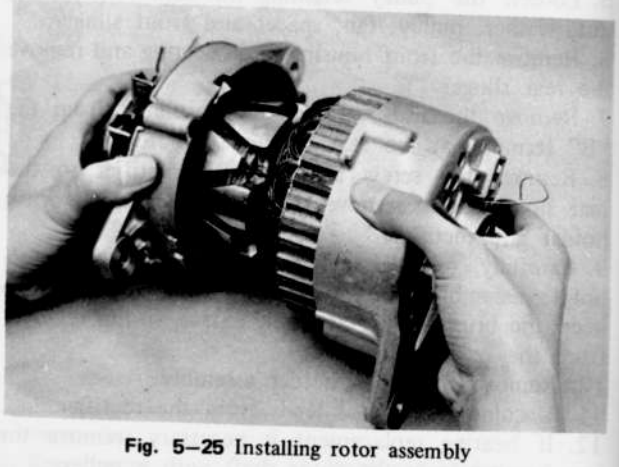

Fig. 5–25 Installing rotor assembly
1. When installing the rotor assembly to the rear housing and stator assembly, hold the brushes in position by inserting a piece of stiff wire into the hole of the brush through the rear housing as shown in Fig. 5–25.